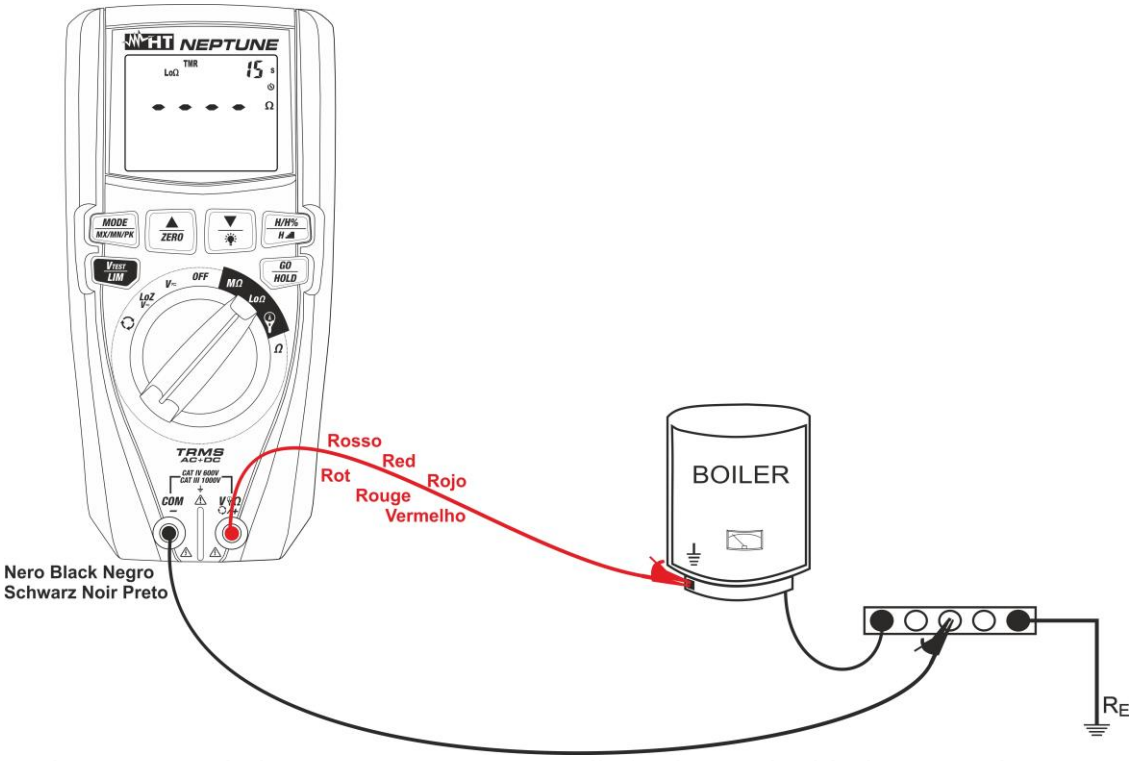

Fig. 29: Uso do instrumento para a medição da continuidade no modo TMR
7. Inserir o condutor vermelho no terminal de entrada **VΩ/+** e o condutor preto no terminal de entrada **COM/**– e ligar o instrumento à instalação em exame (ver Fig. 29)